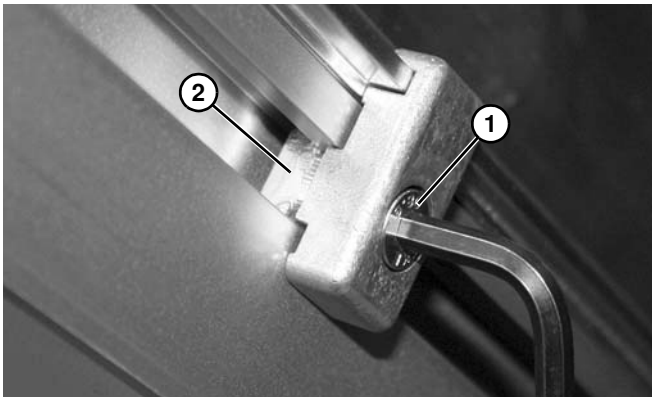

Figure 18
2. Serrer la vis **(Figure 18, élément 1)** en s'assurant que la barrette en T **(Figure 18, élément 2)** tourne et s'engage dans l'encoche en T.